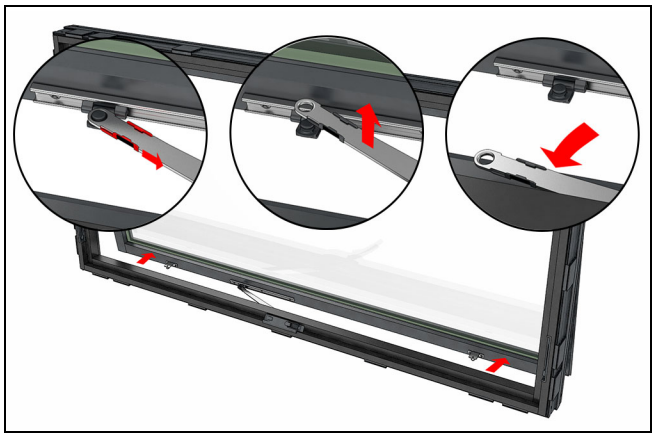

Figure 83
2. Detach the operator arm from the track by sliding back the clip and then pulling the operator arm down. See Figure 83. Crank the arm back into the frame.